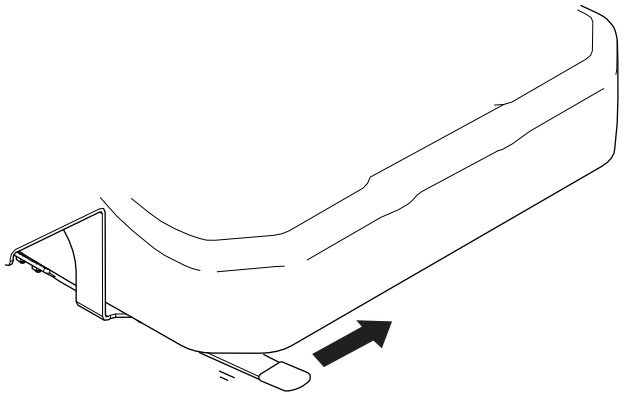

Рисунок 5
- **Модель № 31980:** передвиньте рычаг влево (Рисунок 5), переместите сиденье в удобное положение и отпустите рычаг фиксации, чтобы зафиксировать сиденье в выбранном положении.